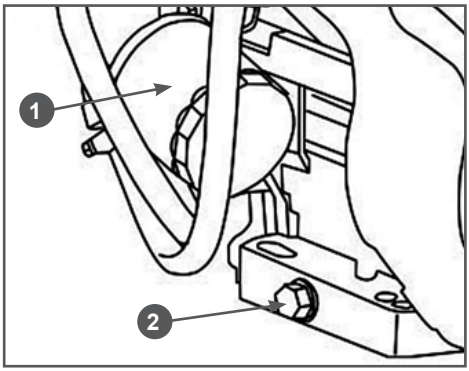

Рис. 10 Замена масла в двигателе
6. Открутите пробку 2 для слива масла и слейте отработанное масло в подготовленную для этого емкость (Рис. 10).
7. Открутите масляный фильтр 1 (Рис. 10). При необходимости, используйте съёмник масляного фильтра.